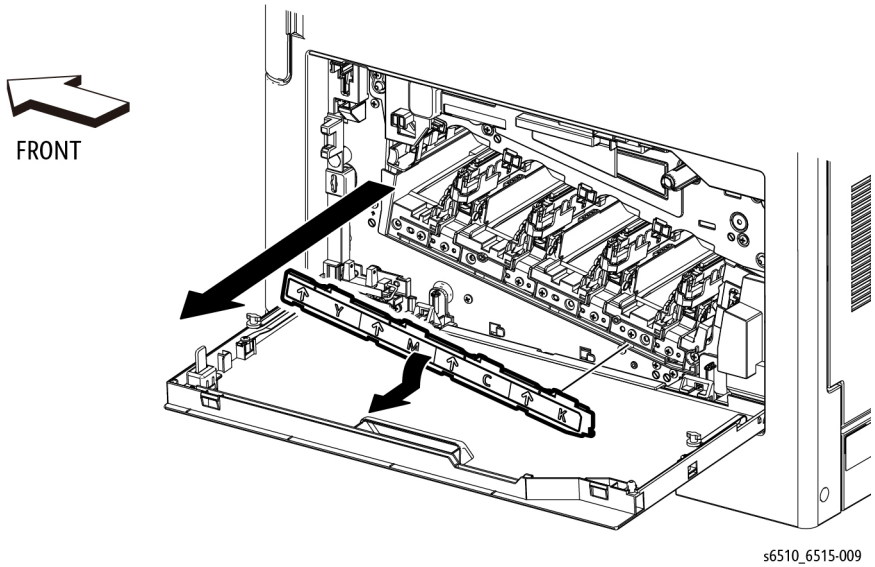

Figure 1 Remove the Guide Cover Assembly
2. Refer to Figure 1 to remove the Guide Cover Assembly, by gently prying the top of the cover down to release the hooks along the bottom.